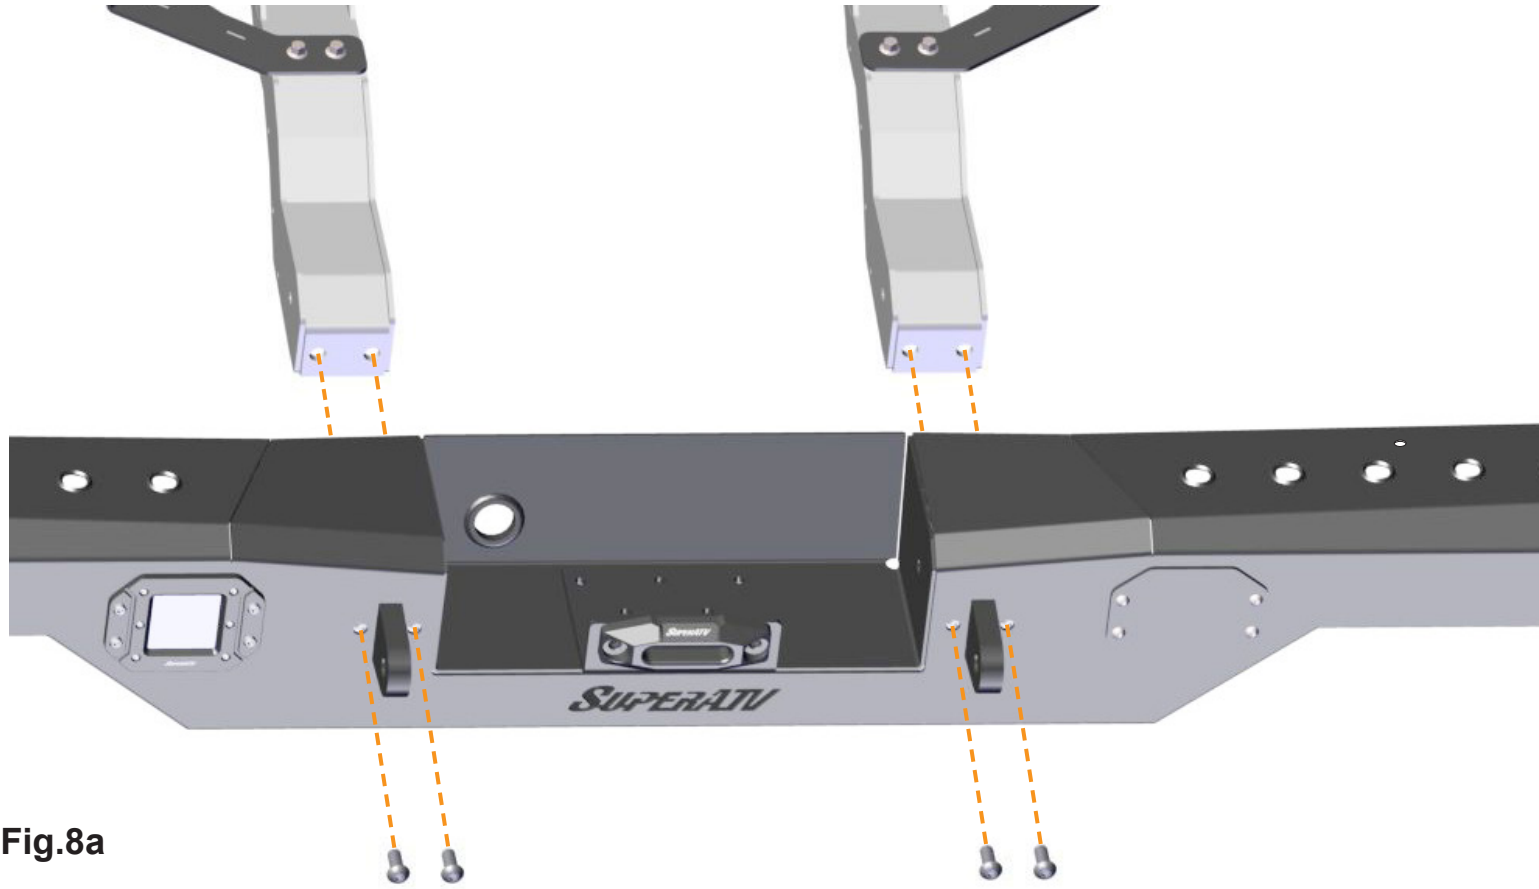
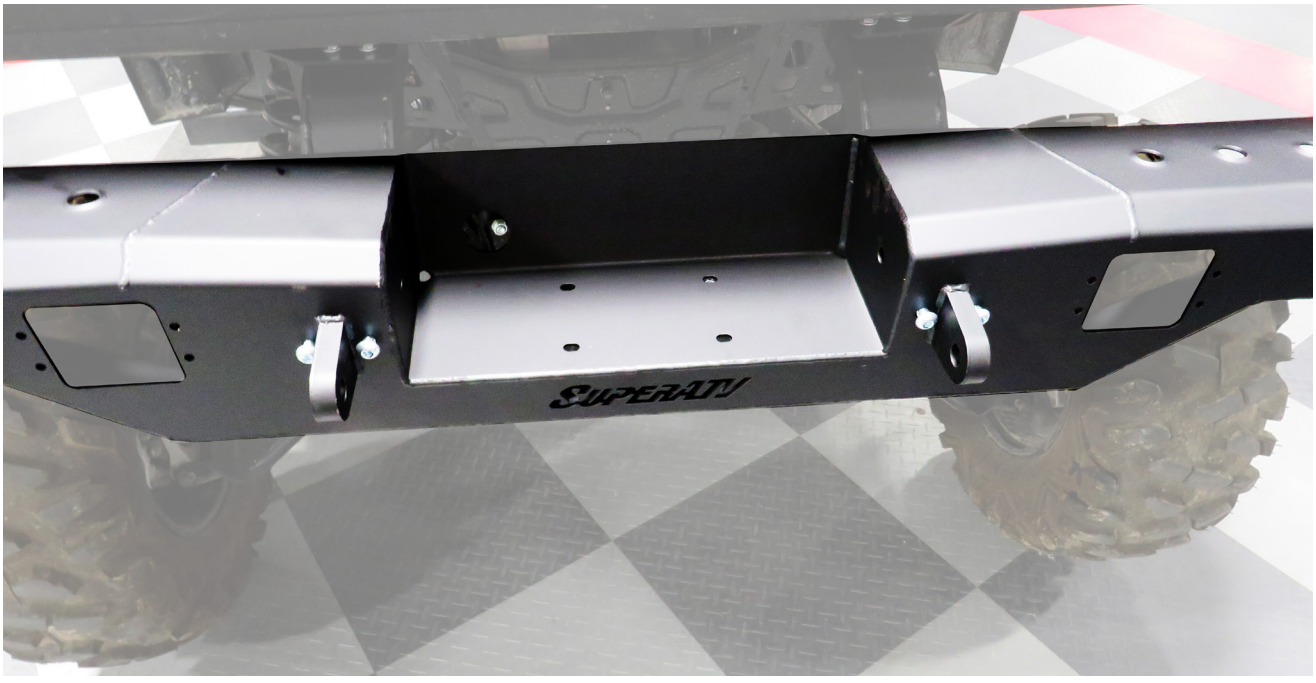

Fig.8a
Fig.8b
8. Now you can **Install** the **Bumper Assembly**. Do this by using the **M1x25 Button Head Screws** provided in your kit. **Fig.8a** shows the Screw locations on the bumper. Once you have all four (4) threaded in, tighten them down secure. **Fig.8b** shows the bumper installed.